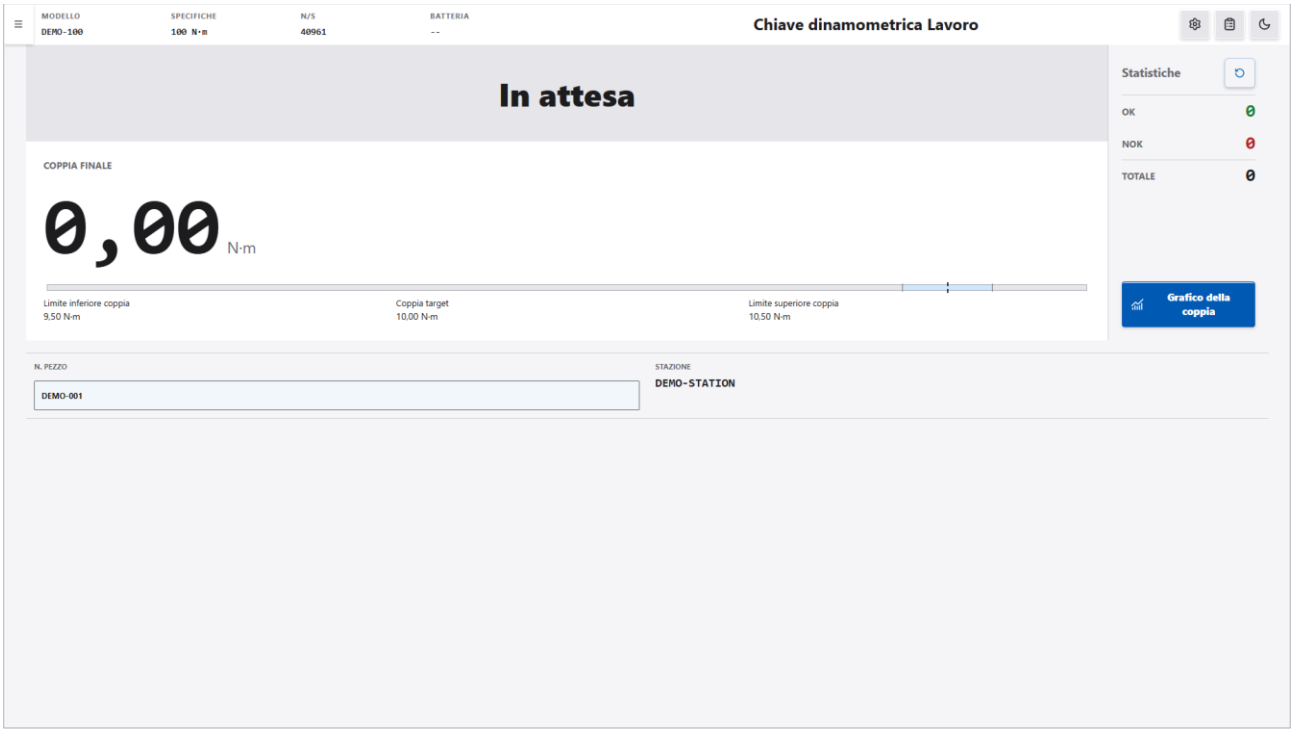

Figura 5-6 Schermata di lavoro della chiave dinamometrica
1. Nel menu di navigazione fare clic su «Sensore rotativo» → «Chiave dinamometrica». Viene visualizzata la schermata «Chiave dinamometrica Lavoro» con il banner dell'esito che mostra «In attesa» (vedere la Figura 5-6).